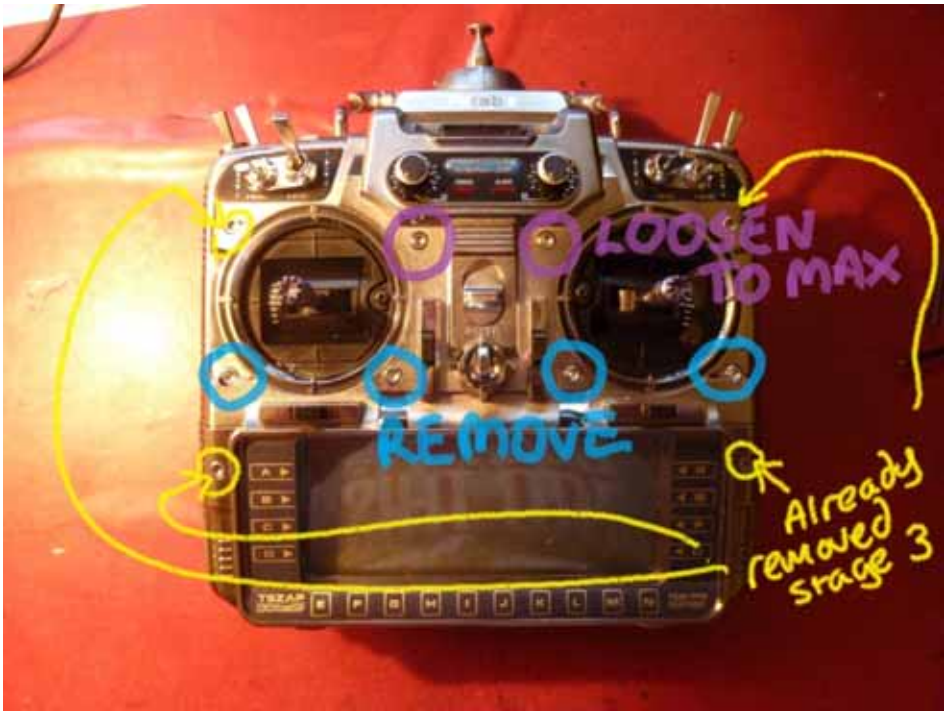

Figure 69 Remove and loosen these screws (note those already removed in Stage 3, if they are still present remove them)
3. Turn the transmitter over and remove and loosen the following Allen key screws shown in Figure 69.